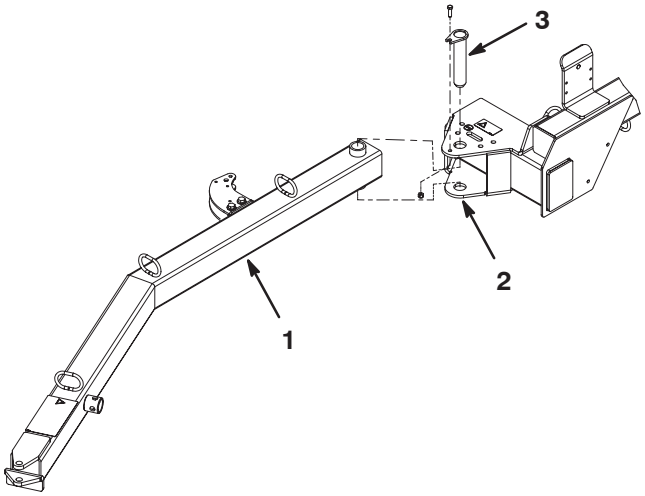

Bild 2
1. Setzen Sie das hintere Ende der Anbauvorrichtung zwischen die Befestigungsplatten an der Kehrmaschine ein. Richten Sie die Befestigungslöcher aus (Bild 2).
2. Befestigen Sie die Anbauvorrichtung mit einem Kupplungsstift an den Befestigungsplatten (Bild 2).
3. Befestigen Sie den Kupplungsstift mit einer Kopfschraube (3/8–16 x 1–1/4 Zoll) und einer Sicherungsmutter (3/8–16) an den Befestigungsplatten (Bild 2).